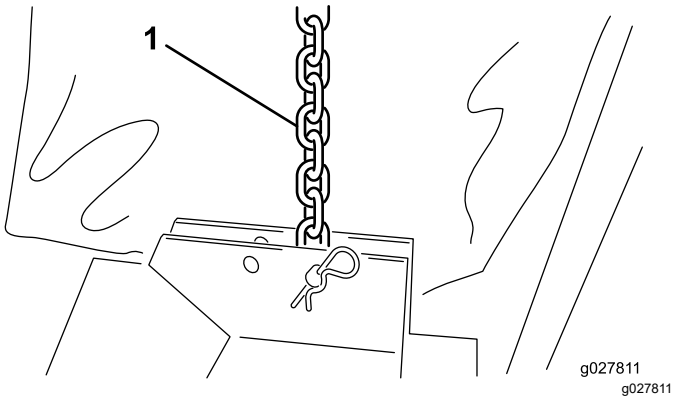

Figur 3
3. Koppla varje lyftkedja till motsvarande däckfäste med en sprintbult och en hårnålssprint (Figur 3).